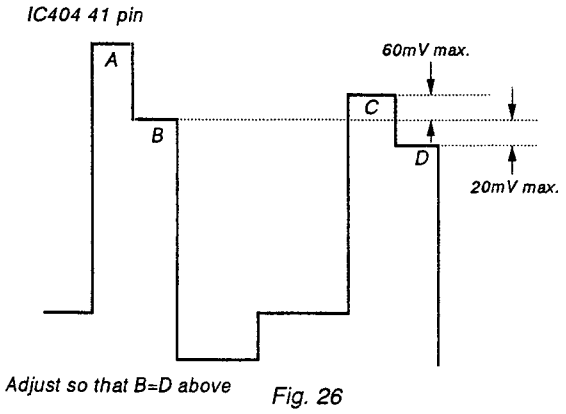

Fig. 26
4) Adjust R-Y LEVE SECAM so that the tops of the waveform line up as in the diagram below. (Fig. 26)